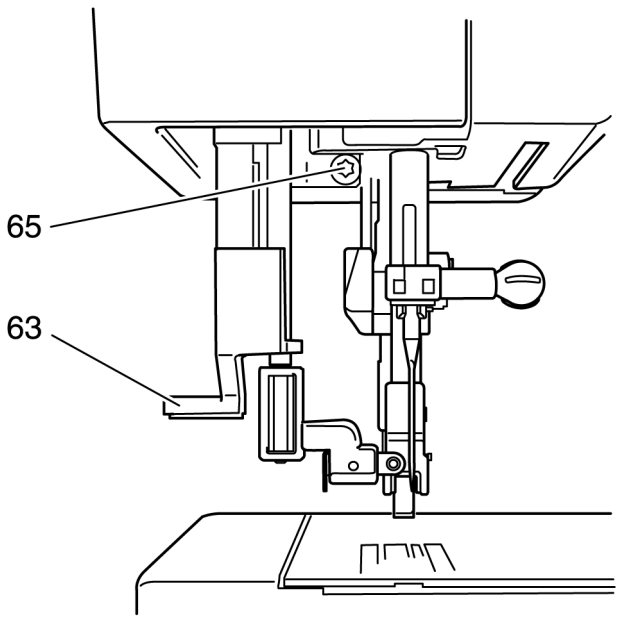

Рис. 44
Отожмите полностью вниз и удерживайте в таком положении рычажок нитевдевателя 63 (рис. 44).
- Ослабьте винт 65 всего лишь на 1/8 оборота (рис. 44).